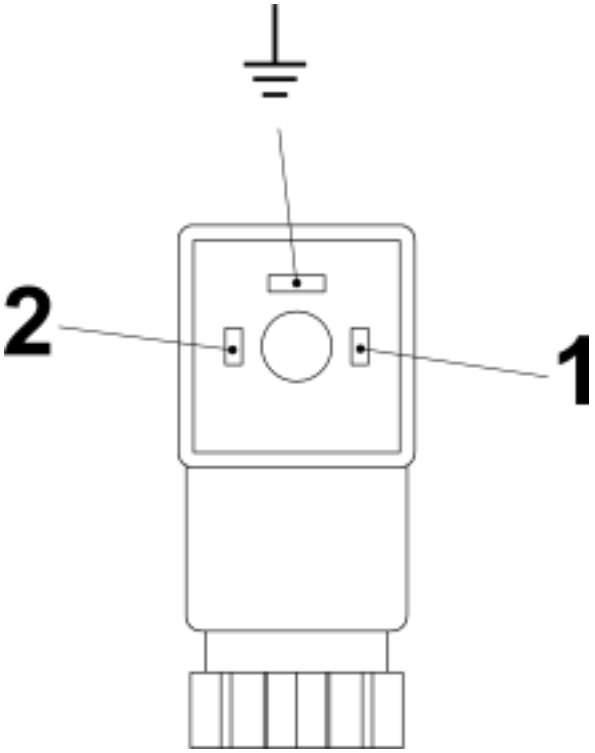
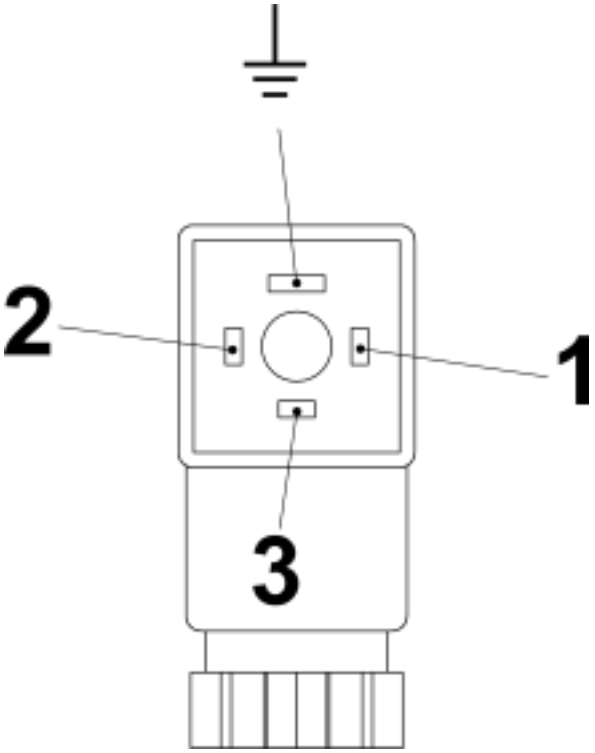

Fig. 26: Pin assignment, plug socket, Normally Open Contact (Form 15x50)
Fig. 27: Pin assignment, plug socket, Change-over contact (Form 15x50)
6. Make the connections as shown in the connection diagram (*Fig. 26* and *Fig. 27*) .